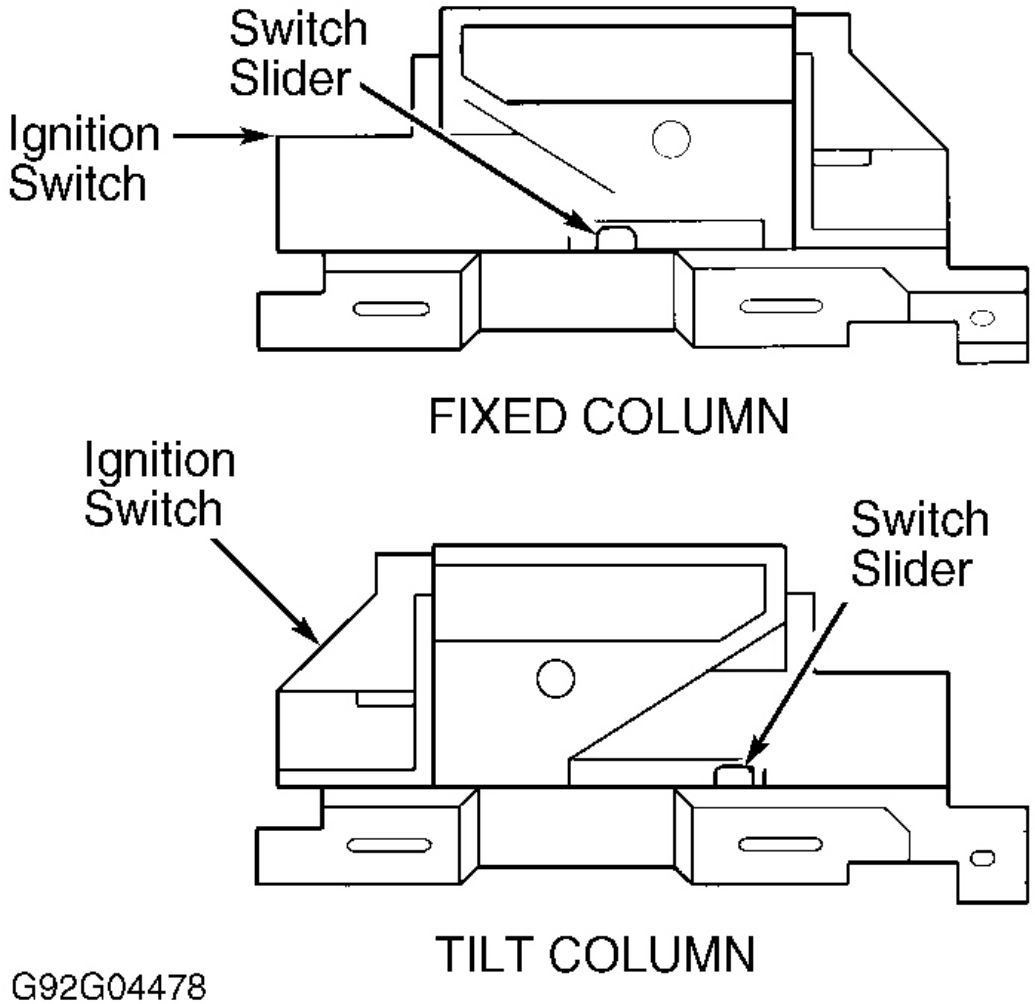

Fig. 4: Adjusting Ignition Switch
1. Set key lock cylinder in OFF-LOCK position. On fixed column, set ignition switch slider (where actuator rod connects to switch) to OFF-LOCK position by moving slider as far left as possible, and then one detent to right. See **Fig. 4** .
2. On tilt column, set ignition switch slider (where actuator rod connects to switch) to OFF-LOCK position by moving slider to right as far as possible, and then one detent to left. See **Fig. 4** .